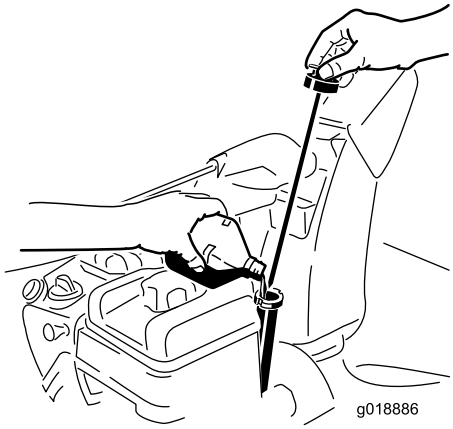

Rysunek 33
2. Następnie wyjmij wskaźnik i sprawdź poziom oleju (Rysunek 33). Jeśli poziom oleju nie przekracza oznaczenia Add na wskaźniku, uzupełnij olej. Patrz punkt Uzupełnianie oleju w silniku.